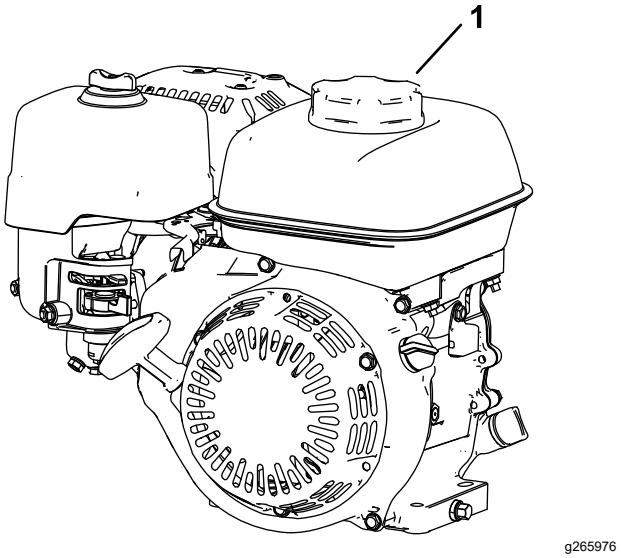

Rysunek 14
1. Oczyść obszar wokół korka wlewu paliwa i odkręć korek (Rysunek 14). Napełniaj zbiornik paliwa do dolnego poziomu szyjki wlewu, patrz *instrukcja obsługi* silnika.